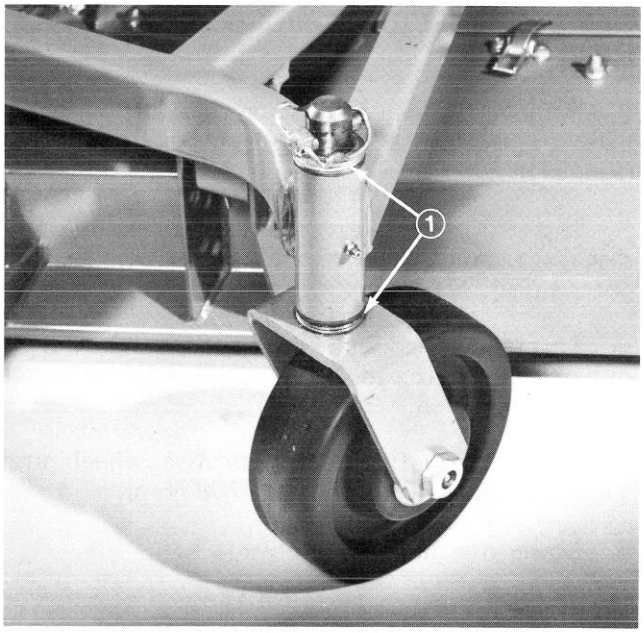

Figure 28
4. Insert pin punch into top or bottom of mounting tube and drive bushing out of tube (Fig. 28). Also drive other bushing out of tube. Clean inside of tubes to remove dirt.